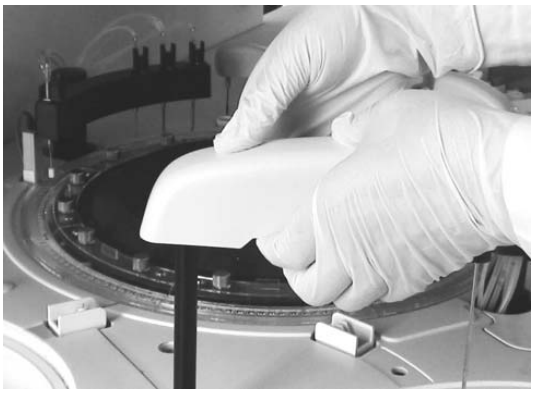

Figure 10-4-5
b)Hold the upper shell of the probe, lift it and remove it, as shown in Figure 10-4-5: